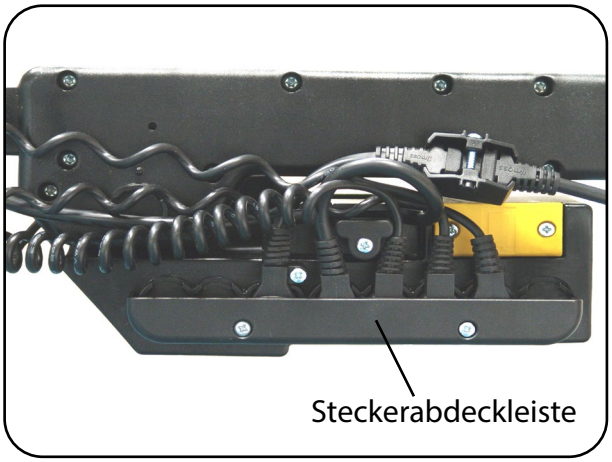

Abb. 6.2.06 - Steuerung mit Steckerabdeckleiste
5. Schrauben Sie die Steckerabdeckleiste an der Steuerung an (Abb. 6.2.06).